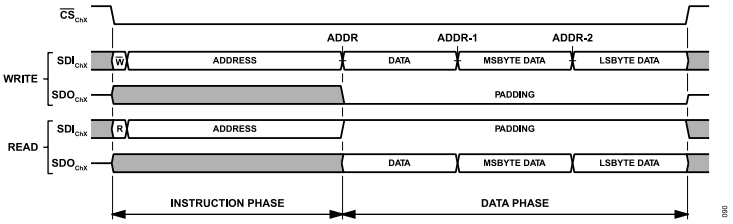
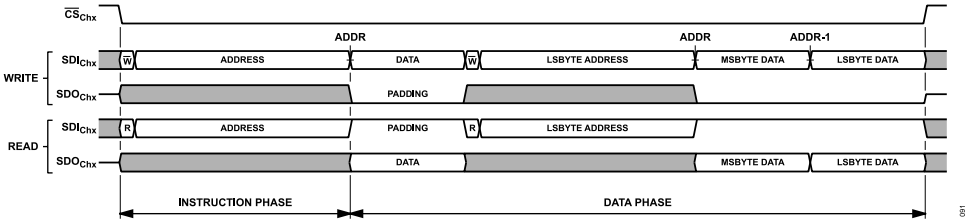
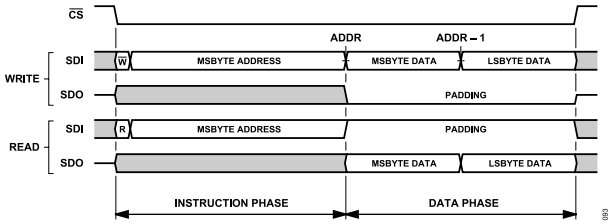
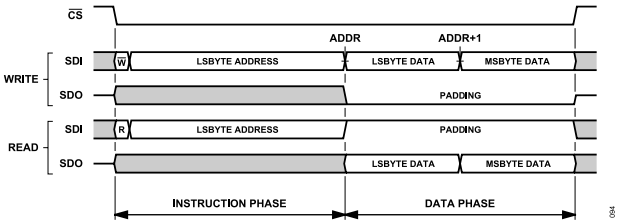

Figure 91. Interface Access Example, Default Interface Configuration, Streaming Mode (ADDR_ASCENSION = 0)
Figure 92. Interface Access Example, Single Instruction Mode (SINGLE_INST = 1), All Other Interface Options Default
Figure 94. Single Instruction Format, ADDR_ASCENSION = 0 (Descend), STRICT_REGISTER_ACCESS = 1 (Enabled)
Figure 95. Single Instruction Format, ADDR_ASCENSION = 1 (Increment), STRICT_REGISTER_ACCESS = 1 (Enabled)
Figure 91 shows the generic SPI frame formatting for a serial transaction using the default interface configuration. In this example, a portion of the configuration register space consisting of a byte-wide register and a multibyte register is accessed. The address for the byte-wide register resides in the most significant address (ADDRESS) and the most significant byte of the multibyte register resides in the least significant address of the register segment. By default, the ADDR_ASCENSION property is set to descending, indi-
In single instruction mode (SINGLE_INST = 1), the memory access controller requires an instruction phase to transmit for each register accessed in a given SPI frame, as shown in Figure 92. This mode is useful when access to nonadjacent sections of the register space is required in a given SPI frame. Note that, the same access flexibility can be achieved in stream mode by initiating a new SPI frame for each unique register access.
The address ascension selection (ADDR_ASCENSION) bit, as described in previous sections, determines how the internal interface address pointer is updated for each byte of data transmitted to the AD4885 channel in streaming mode (SINGLE_INST = 0). If using single instruction mode (SINGLE_INST = 1), each register is directly addressed through its own instruction phase, as shown in Figure 92, and thus, the address pointer is not updated. Regardless of the setting for SINGLE_INST, the ADDR_ASCENSION bit directly impacts the formatting of the SPI frame in terms of selection of the instruction phase starting address and byte order of the data phase payload. This impact is described in greater detail in the Strict Access Selection and Multibyte Registers section as much of the data formatting is dependent on this interface configuration selection. The ADDR_ASCENSION selection bit is located in the Interface Configuration A register (see the Interface Configuration A Register section, Address 0x00).
As shown in Figure 94, the address counter, by default, automatically decrements (ADDR_ASCENSION = 0) such that the most significant byte of the multibyte register is accessed first, followed by the remaining byte(s) in that register in ascending order. Conversely, if ADDR_ASCENSION = 1, the least significant byte of the multibyte register is accessed first followed by most significant byte.
As an extension of this concept, when STRICT_REGISTER_ACCESS = 1, any SPI frame that accesses a multibyte register as the first entity in the data transfer must correctly set the starting address in the instruction word to correspond to the ADDR_ASCENSION selection. In the case that the address counter automatically decrements (ADDR_ASCENSION = 0), the starting address is assigned to the register address for the most significant byte of that multibyte register, and conversely, if configured to increment automatically, the starting address must be set to the register address for the least significant byte. As a result of the change to ADDR_ASCENSION from automatic address decrement (0) to automatic increment (1), Figure 91 and Figure 92 change as shown in Figure 94 and Figure 95 to accommodate the changes in data phase byte order and instruction phase multibyte register start address.